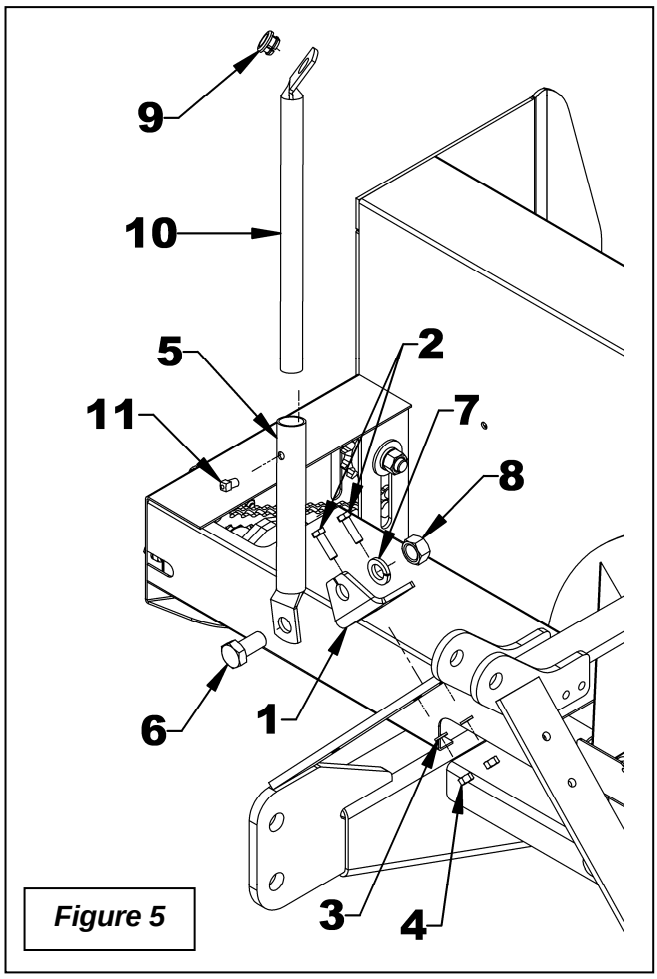

*Figure 5*
5. **Figure 5:** Install the bracket (item 1) on the 3 point right or left hitch using two 3/8"NC x 1 1/4" bolts, 3/8" lockwashers and 3/8"NC nuts (items 2-3-4). Tighten securely.
6. **Figure 5:** Install handle support bracket (item 5) on the bracket (item 1) using a 3/4''NC x 1 1/2'' bolt, 3/4''lockwasher and 3/4''NC nut (items 6-7-8). Do not tighten.
7. **Figure 5:** Install the plastic grommet (item 9) in the handle support (item 10).
8. **Figure 5:** Insert handle support (item 10) inside the handle support bracket (item 5). Fasten loosely with a 3/8"NC x 1/2'' square head set screw (item 11).